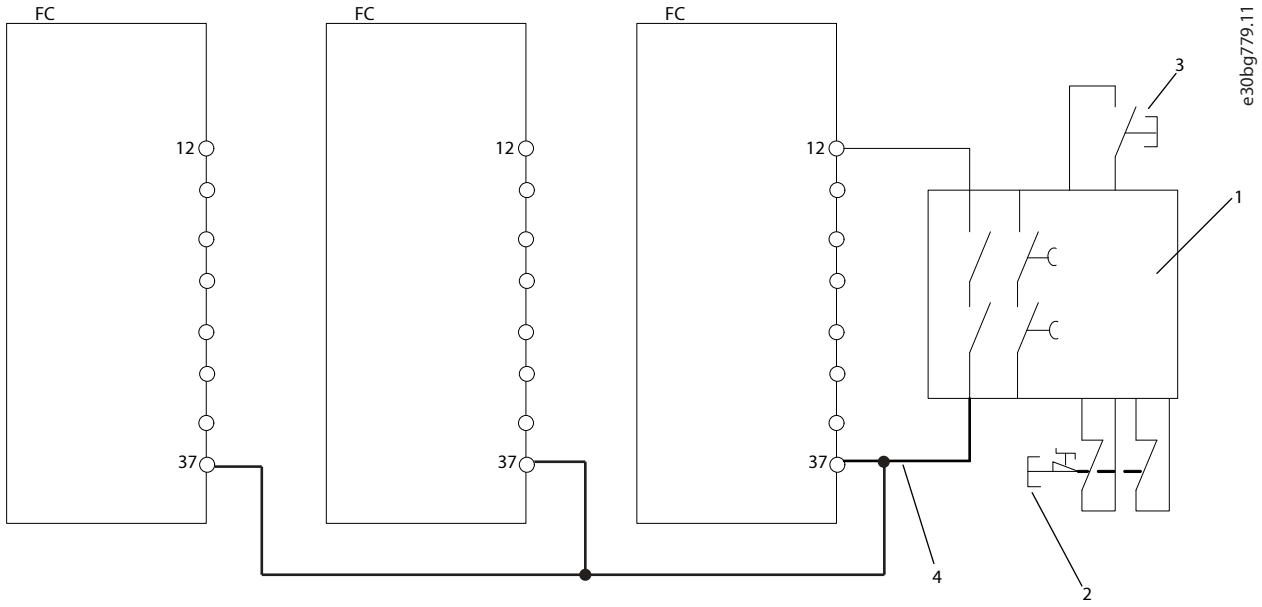

Figure 10: Multiple Drives with Category 3, PL d, SIL 2
- The cable shown in bold in Figure 10 has to be short-circuit protected according to ISO 13849-2, Table D.4.